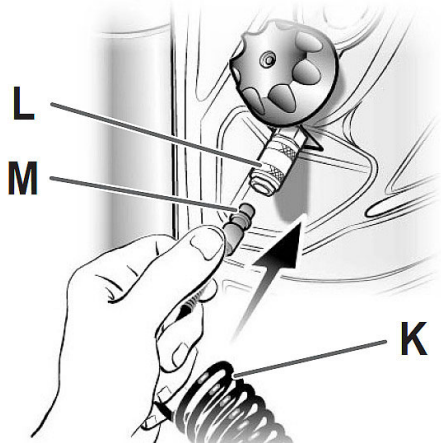

Abb. 4: Anschluss Ablassleitung
Schritt 4: Schließen Sie den Luftschlauch (K) an die Ablassleitung (L) an (Abb. 4).
Den Spiralschlauch (K) auf der Seite der Kupplung (M) am Druckluftaustritt (L) anschließen (Abb. 4). Die Kupplung (M) fest einstecken, bis die hörbar einklickt.